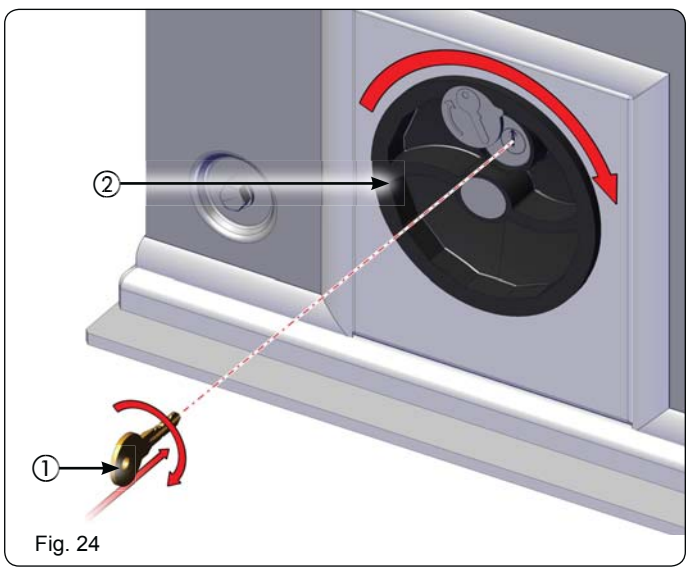

Fig. 24
1. Introduire la clé fournie et la tourner en sens horaire (Fig. 24 réf. ①).
2. Tourner le système de déverrouillage en sens horaire jusqu'à l'arrêt mécanique (Fig. 24 réf. ②).